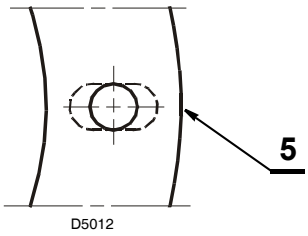

Fig. 3
- Elargir, si nécessaire, les trous dans le joint isolant (5), (voir fig. 3).